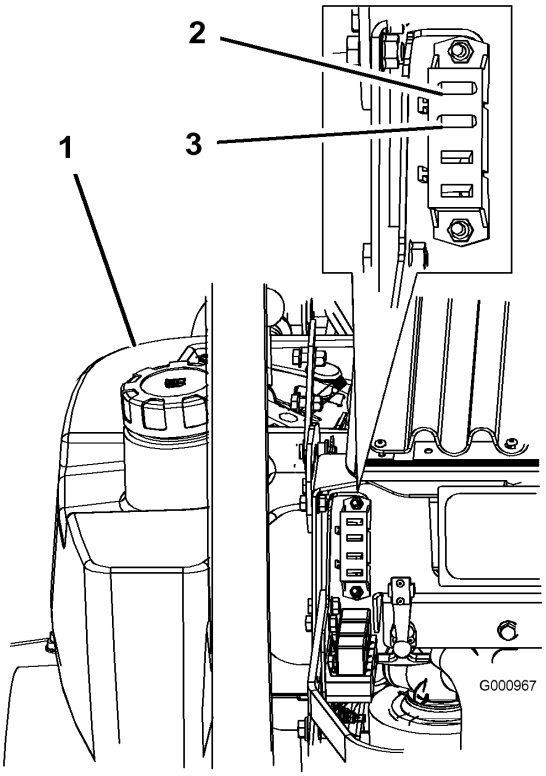

Figure 45
1. Déverrouillez et soulevez le capot pour accéder au porte-fusibles (Figure 45).
3. Remplacez le fusible (Figure 45).